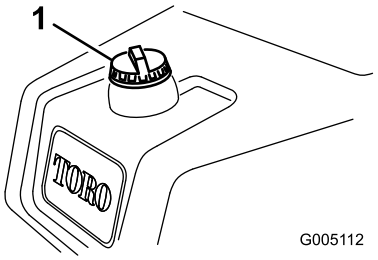

Figur 28
1. Rengjør rundt, og ta av lokket på drivstofftanken (Figur 28).